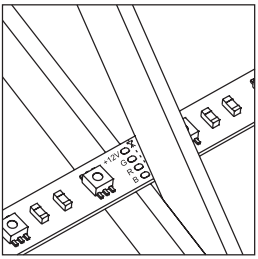

Рисунок 11
5.2 Определите необходимую для монтажа длину светодиодной ленты RGB. Отрежьте ленту. Разрезать ленту RGB можно ножницами, аналогично одноцветной ленте, по специальной линии отреза, расположенной между площадками для спайки (рисунок 11).